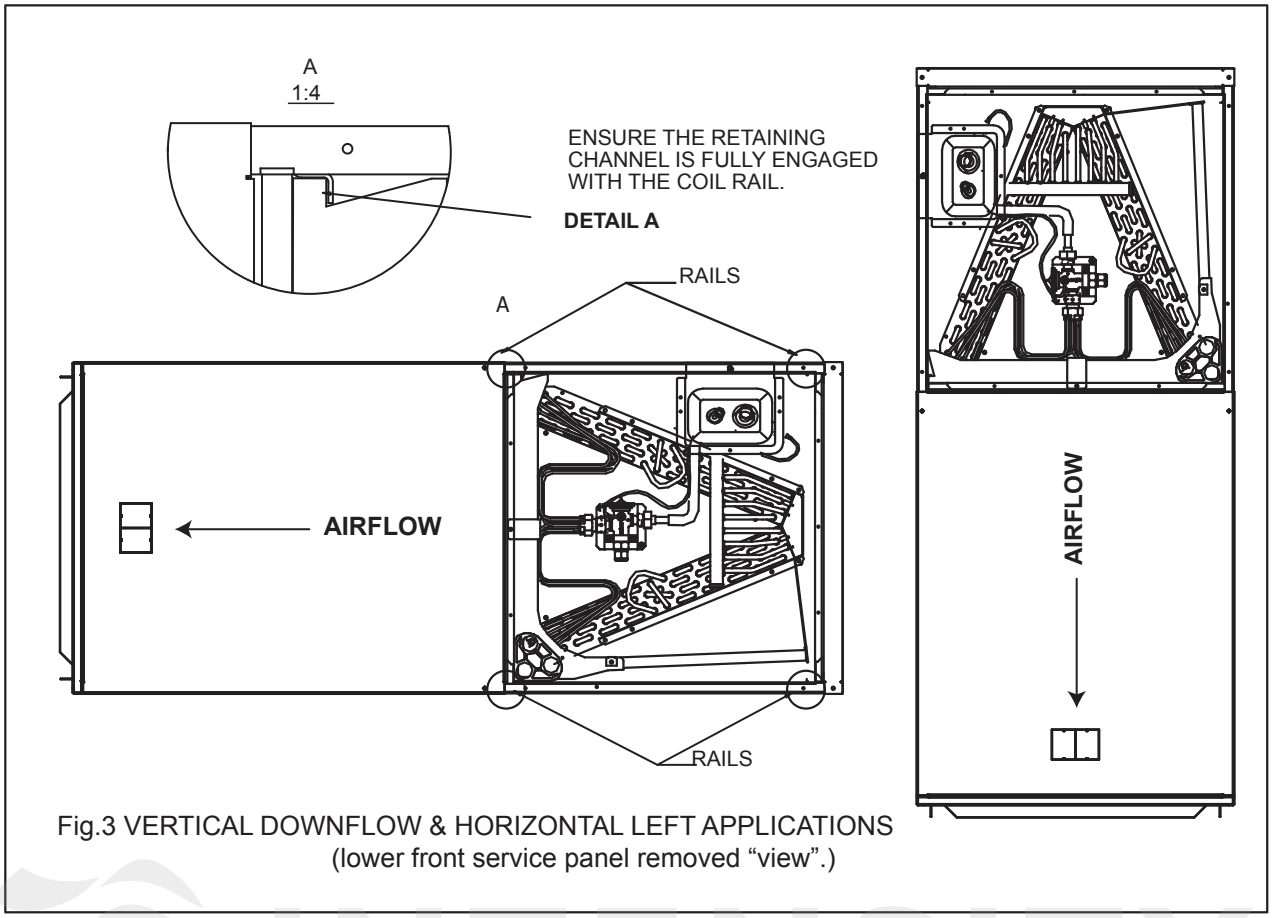

Fig.3 VERTICAL DOWNFLOW & HORIZONTAL LEFT APPLICATIONS
- Rotate unit into the downflow position, with the coil compartment on top and the blower compartment on bottom. See Fig. 3.
- Reinstall the indoor coil 180° from original position. Ensure the retaining channel is fully engaged with the coil rail. See Fig. 3.
- Low voltage control connections are made to low voltage pigtails extending from top of air handler (upflow position - see Figure 3). Connections for control wiring are made with wire nuts. Control wiring knockouts (518 and 7/8) are also provided on the right and left side of the unit for side connection.